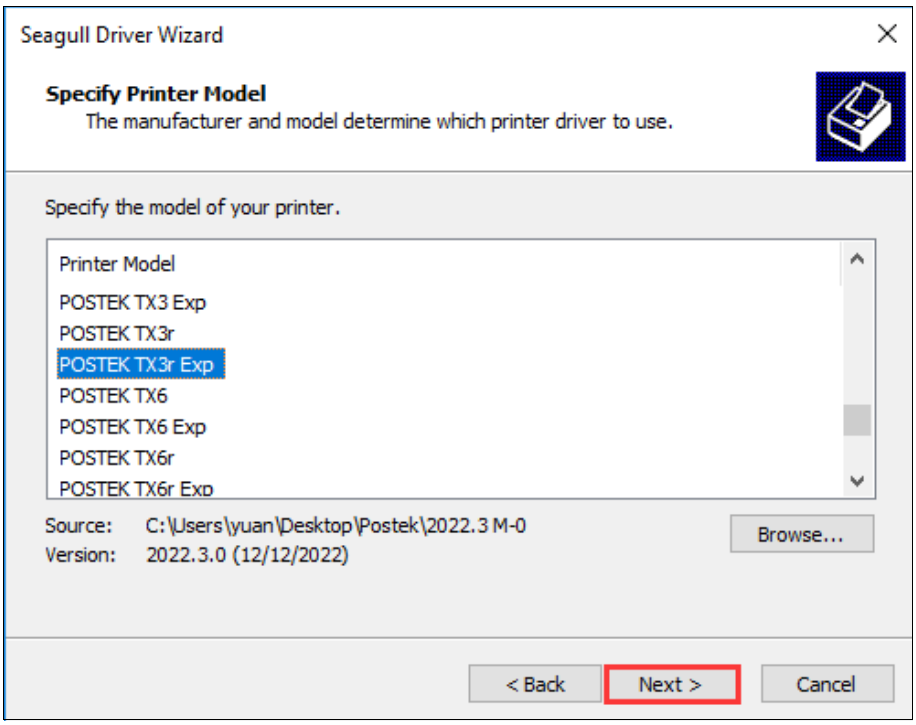

Figure 2-36 Specify Printer Model Screen
4. The "Specify Printer Model" screen displays, select the printer model, and click "Next", as shown in Figure 2-36.